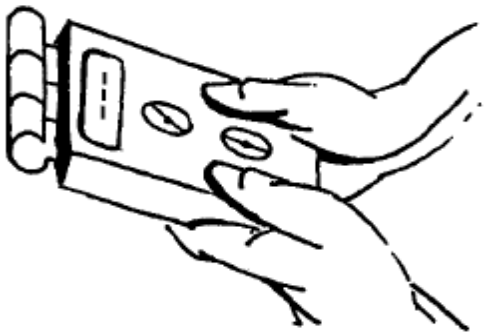

Fig. 3
• halten Sie das Gerät in die Luft (Fig. 3) und legen Sie den oberen Schalter um zu MEASURE. Das Gerät wird sich automatisch kalibrieren. (das Display zeigt - - - an). Das Ende der Messung wird mit der Nummer 00.0 (dem unteren Messbereich) angezeigt. Das Gerät ist bereit für Messungen.